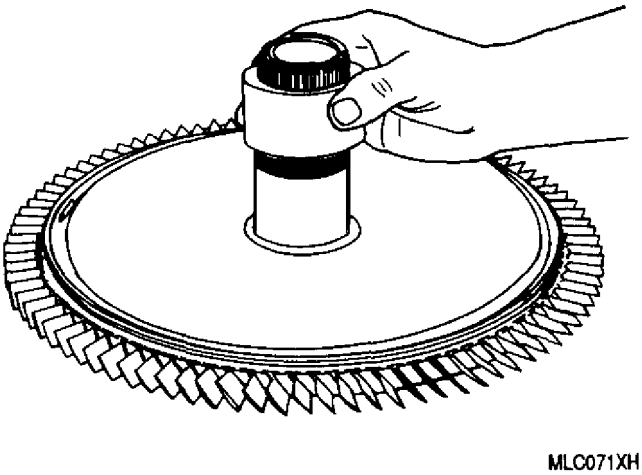

Figure 6. Installing Master Adapter Ring of 6796247 Fourteenth−Stage Wheel Dish Gage
(2) Install master adapter ring on wheel hub and position indicator assembly on wheel (figures 6 and 7).
(3) Check and record wheel dish.